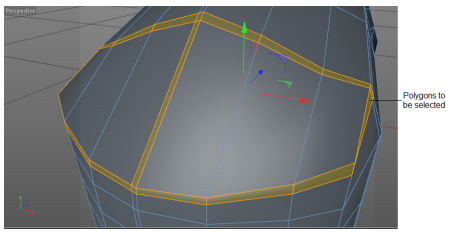

Figure 3-55 *The polygons selected*
5. Choose the **Live Selection** tool from the Command Palette and then choose the **Polygons** tool from the Modes Palette; the *Computer mouse* is displayed in the polygon mode. In the Attribute Manager, choose the **Options** button; the **Options** area is displayed. In this area, select the **Visible Only** check box, if not already selected. Next, using the **Live Selection** tool, select the polygons of *Computer mouse* in the Perspective viewport, as shown in Figure 3-55. If required, decrease the size of the selection cursor.